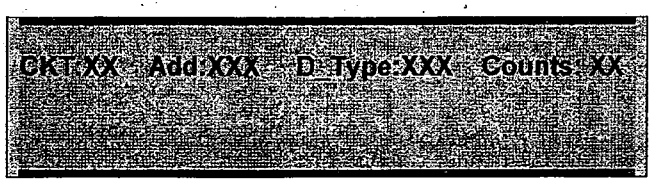

Figure T3
2. Figure T3 is now displayed.